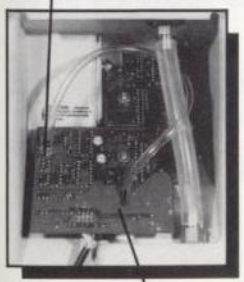

Fig. 10
*Once inside, **very** carefully remove the 10" piece of tubing from the upper left corner of the PC Board. Then pull the tubing off of the connector near the bottom of the PC Board (through the oval hole). Reverse this procedure for reassembly, making sure you loop the tubing over the large (1/2") clear tube. Clean and dry the tubing before replacement (see Fig. 10).*